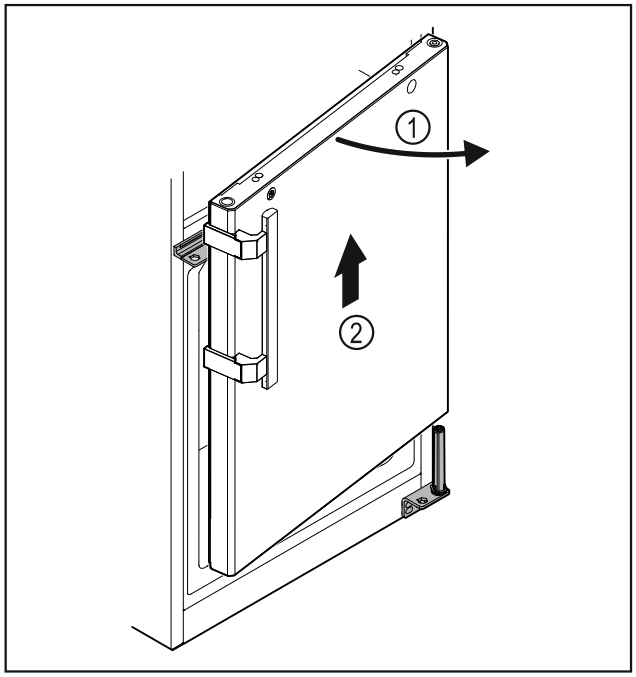

Fig. 23
▶ Deschideți ușor ușa *Fig. 23 (1)*, ridicați aproximativ 200 mm drept în sus și detașați-o *Fig. 23 (2)*.